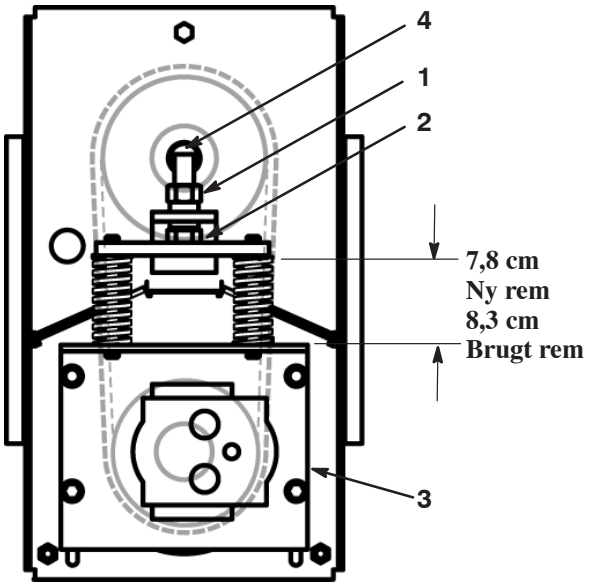

**Figur 66**
5. Stram spændbolten, indtil fjedrene er sammenpresset så meget, som der er vist i figur 66.
11. Stram spændbolten, indtil fjedrene er sammenpresset så meget, som der er vist i figur 66.